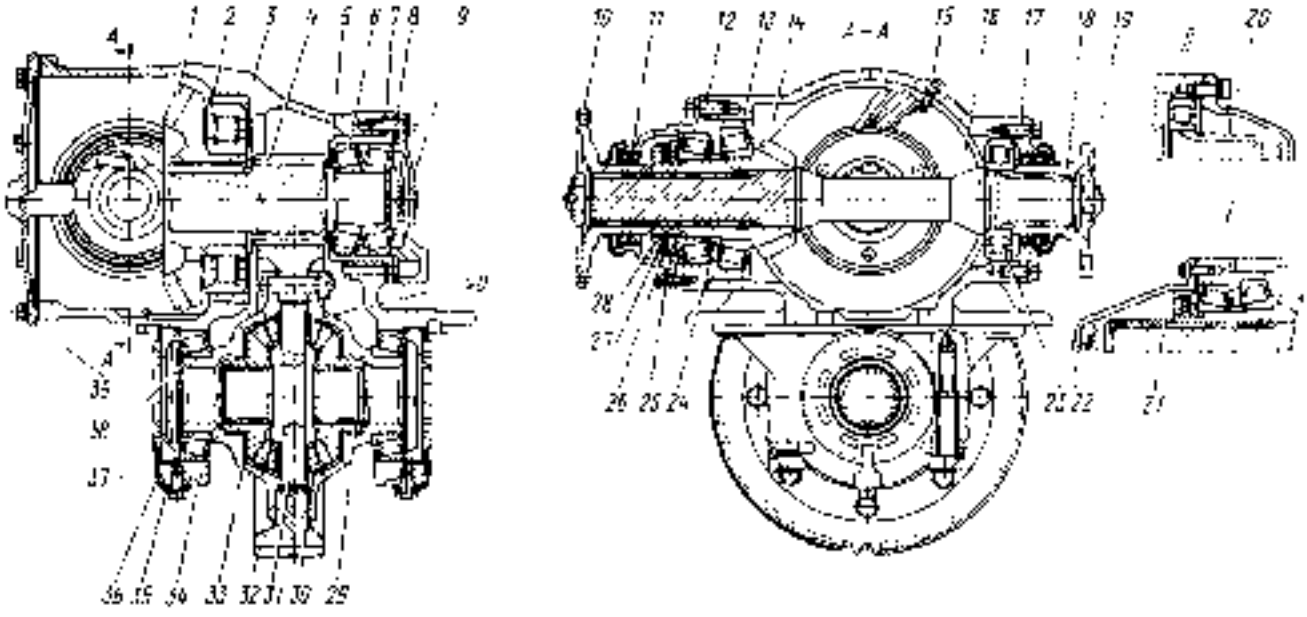

Fig. 77. Final Drive:
Axle final drive is of double-transmission type comprising a pair of bevel gears 1 and 14 (Fig. 77) with round teeth and a pair of skew spur gears 4 and 32.
Final-drive gears and bearings are lubricated with oil filled in the axle case. Oil is entrapped by gears, splashed over, flowing via roller bearing 2 (see Fig. 77) to the final drive unit case gear cavity and then to the axle case.
1. Fit the final drive unit in the fixture, remove the differential unit and flanges. Screw out the bolts which fasten bearing body *10* (see Fig. 77) of driving bevel gear *14*. Pick out the driving gear shaft together with the body and gear.
cover and remove the latter. Unlock locknut 26 (see Fig. 77) and unlo it. Remove lock washer 25 and safety washer 27. Tighten the nut at 450—500 N·m (45—50 kgf·m). Fit the indicator and measure clearance in the bearings. Do not readjust the bearing
2. Adjust preload of the bearings on the intermediate shaft. When adjusting, select a pack of shims 8 (see Fig. 77) to be placed under the bearing cap 9 of body 5. Check that the torque required for cranking the intermediate shaft is about 0.9—1.5 N·m (0.09—0.15 kgf·m).
4. Mount the differential unit and adjust the differential bearings. Tighten the differential bearing cap fastening bolts with a torque of 320 N·m (32 kgf·m). When adjusting the differential bearings, use nuts 37 (see Fig. 77). On tightening the nuts, check that the distance between the differential bearing caps is widened by 0.04—0.14 mm. When adjusting, crank the differential unit so as to set the rollers in the bearings. The driven spur gear rim